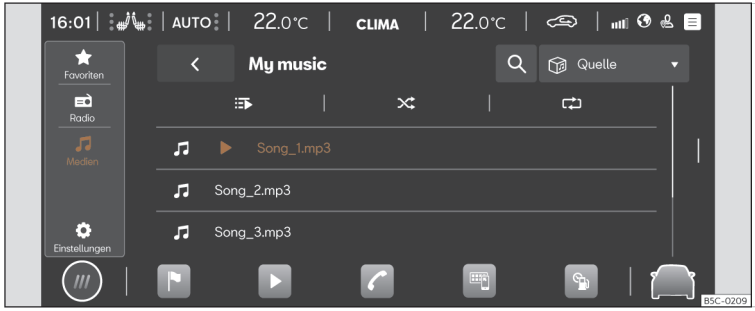

Abb. 167 Schematische Darstellung: Ansicht Medien.
- Drücken Sie **HOME** > ▶ > ♫ >>> **(Abb. 167)**.